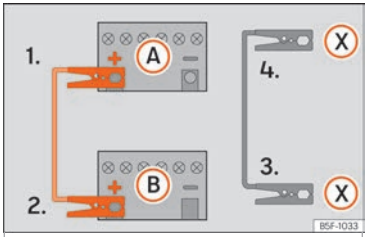

Fig. 44 Diagram of connections for vehicles with Start-Stop system.
4b. *In vehicles with a Start-stop system:* connect one end of the *black* jump lead (X) to a suitable ground terminal, to a solid piece of metal in the engine block, or to the engine block itself ››› Fig. 44.
5. Connect the other end of the *black* jump lead (X) to a solid metal component bolted to the engine block or to the engine block itself of the vehicle with the flat battery. Do not connect it to a point near the battery (A).